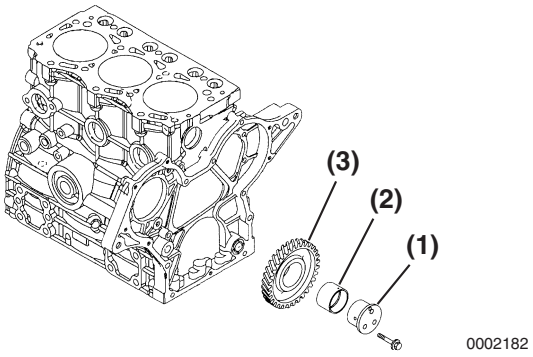

Figure 6-97
3. Lubricate the idler gear **(Figure 6-97, (3))**, bushing **(Figure 6-97, (2))** and idler gear shaft **(Figure 6-97, (1))** with clean engine oil or assembly lube.